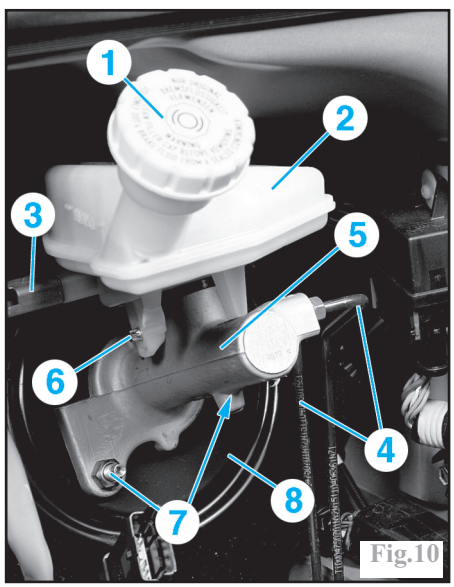

Fig.10
-le bouchon (1) de réservoir de compensation (2) (Fig.10).